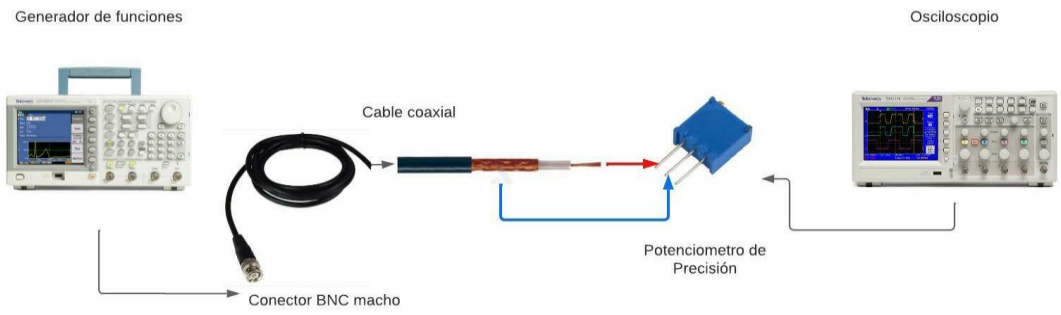

Figura 3 Esquema de conexión y medición de la impedancia.
5.3 Conectar el cable coaxial RG-58 construido al generador de funciones (conector BNC) y con el osciloscopio observar la señal que se produce al variar el potenciómetro. El esquema de conexión se indica en la Figura 3.